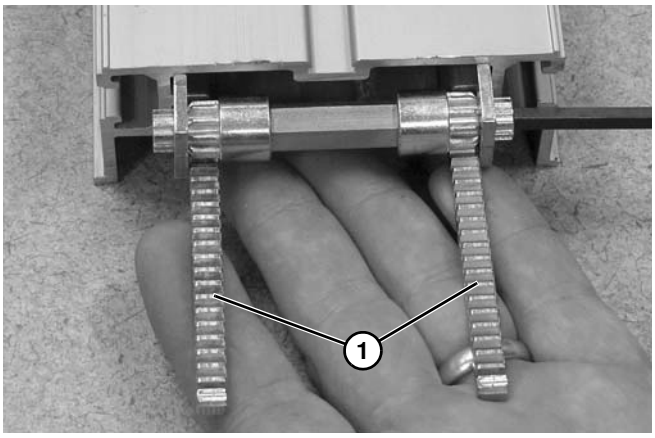

Figure 95
9. Replacer les deux crémaillères **(Figure 95, élément 1)** dans le châssis du convoyeur.